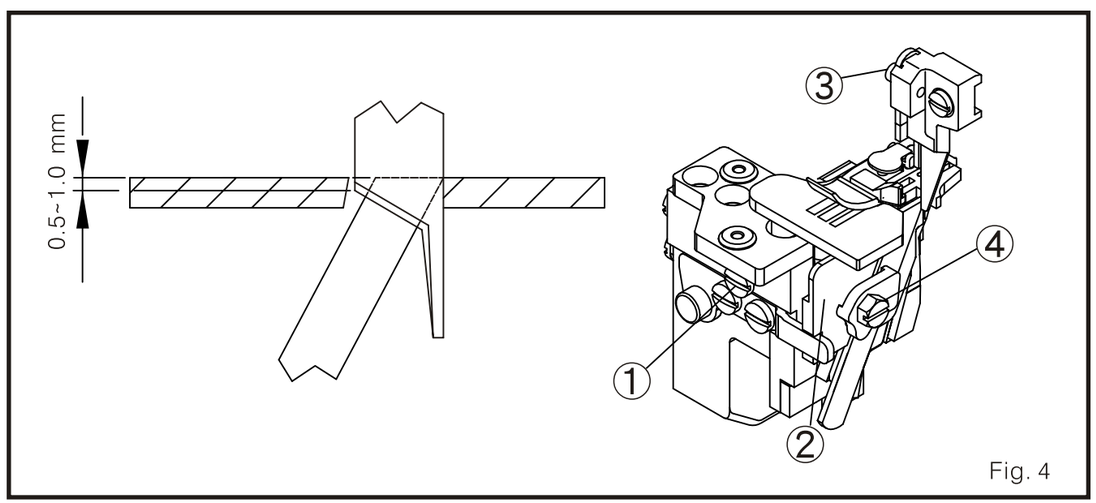

Fig. 4
1. Reemplace el rebordeador superior (Fig. 4)
2. Remplace el rebordeador inferior (Fig. 4)